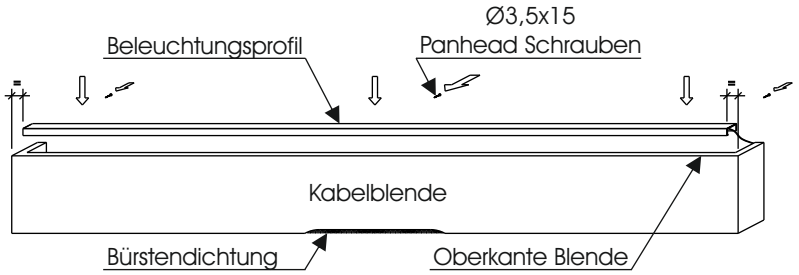

Abb. 1
1. Zur Montage der Kabelblenden-Beleuchtung setzen Sie das Beleuchtungsprofil auf die obere Kante der Blende. Verschrauben Sie das Beleuchtungsprofil mit drei Ø3,5x15 Panhead Schrauben. (Abb. 1)